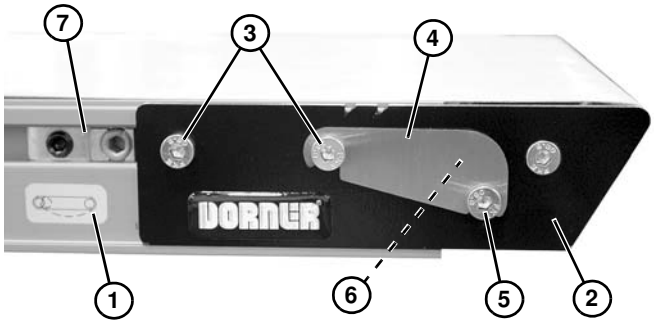

Figure 57
1. Sur l'extrémité où se trouve le tendeur de bande, identifiée par , **(Figure 57, élément 1)** régler l'ensemble de plaque de tête **(Figure 57, élément 2)** :
a. Sur les deux côtés du convoyeur, desserrer les vis de fixation **(Figure 57, élément 3)**.
b. Si le convoyeur est équipé d'un couvercle antipoussière **(Figure 57, élément 4)**, desserrer la vis **(Figure 57, élément 5)** et retirer le couvercle sur les deux côtés du convoyeur. Serrer la vis **(Figure 57, élément 5)**.
c. Tourner l'engrenage à pignons **(Figure 57, élément 6)** pour régler l'ensemble de plaque de tête.
3. Après réglage d'une tension correcte, serrer au couple de 7 N.m les vis de fixation **(Figure 57, élément 3)** sur les deux côtés du convoyeur.
4. Si le convoyeur en est équipé, installer les couvercles antipoussières **(Figure 57, élément 4)**.
5. Si le convoyeur est équipé de rives de guidage **(Figure 57, élément 7)**, positionner la bande et régler sa course. Voir « Guidage de la bande du convoyeur » dans la section suivante.